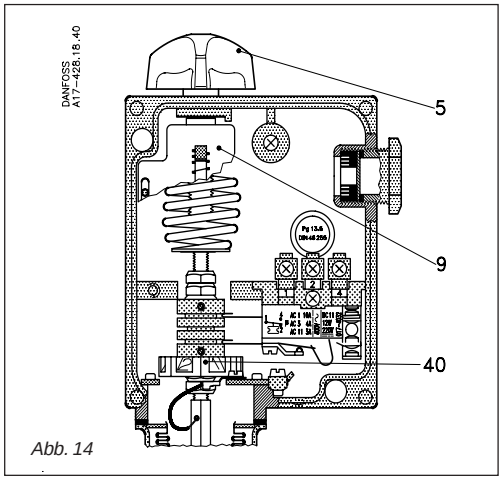
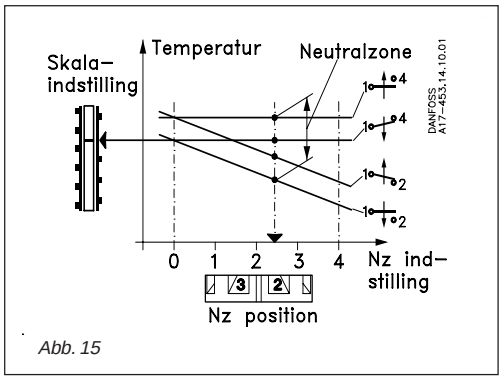
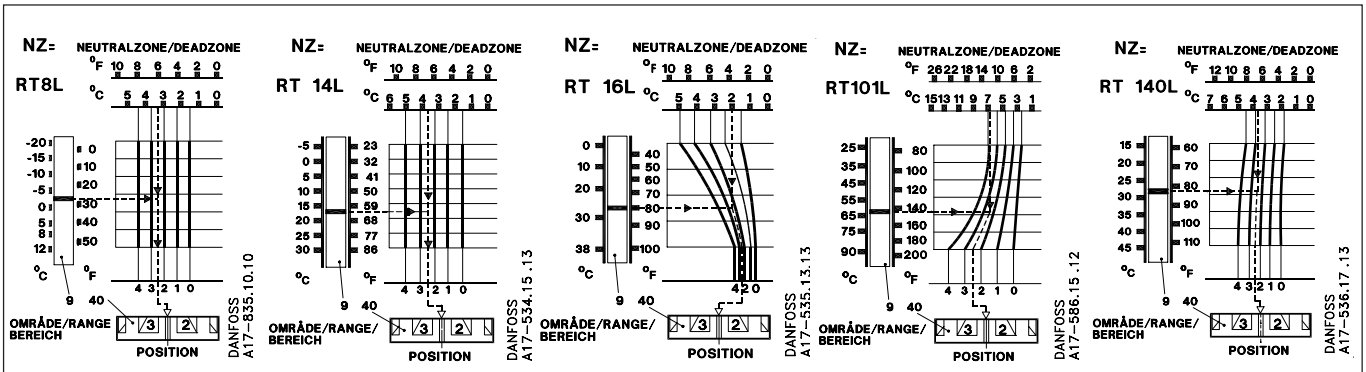

Abb. 14
Abb. 15
Abb. 16
Der gewünschte Bereich wird unter gleichzeitigem Ablesen der Hauptskala (9) mittels des Einstellknopfes (5), Abb. 14 eingestellt. Der eingestellte Wert ist die Ausschalttemperatur für die Kontakte 1-4, Abb. 15. Die gewünschte neutrale Zone wird im Diagramm für das betreffende Gerät aufgesucht, Abb. 16.
Die gestrichelten Linien im Diagramm für RT 16L (Abb. 16) schneiden einander auf der Kurve für Position 2.8; daher ist die Neutralzonenrolle (40) auf diese Position einzustellen.